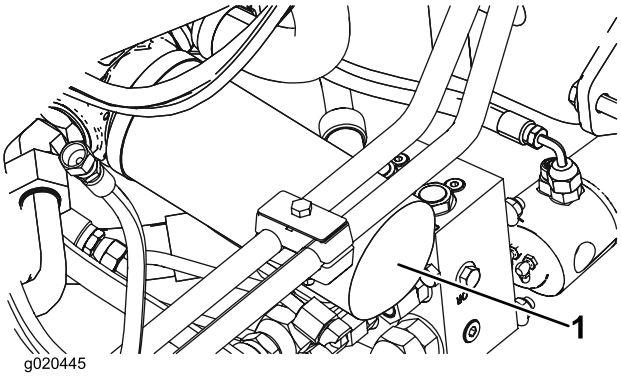

Рисунок 72
2. Очистите область вокруг места крепления фильтра. Поместите сливной поддон под фильтр, а затем снимите фильтр (Рисунок 72).